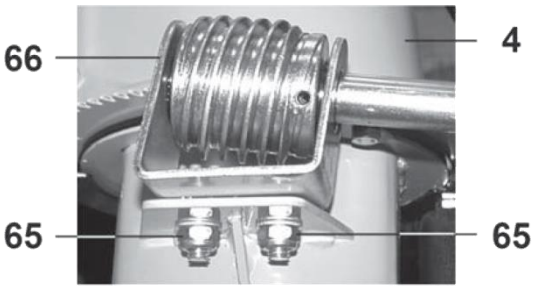

Рис. 34
9.10. Регулировка положения червяка поворота желоба (Рис. 34).